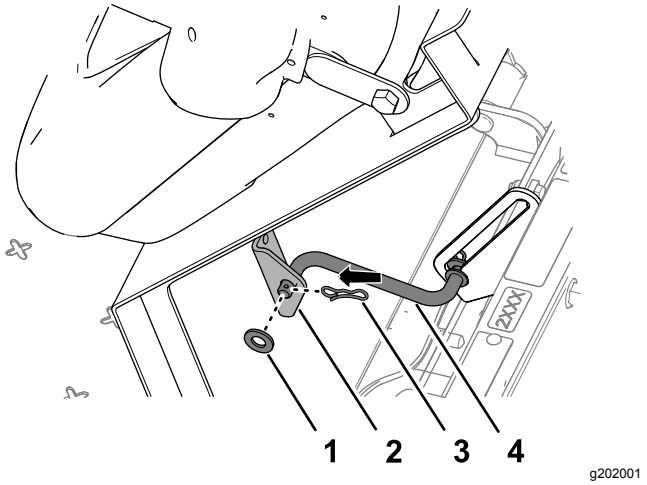

Figur 224
5. Monter støttepinden på sædets beslag med spændeskiven og låseclipsen (Figur 224).